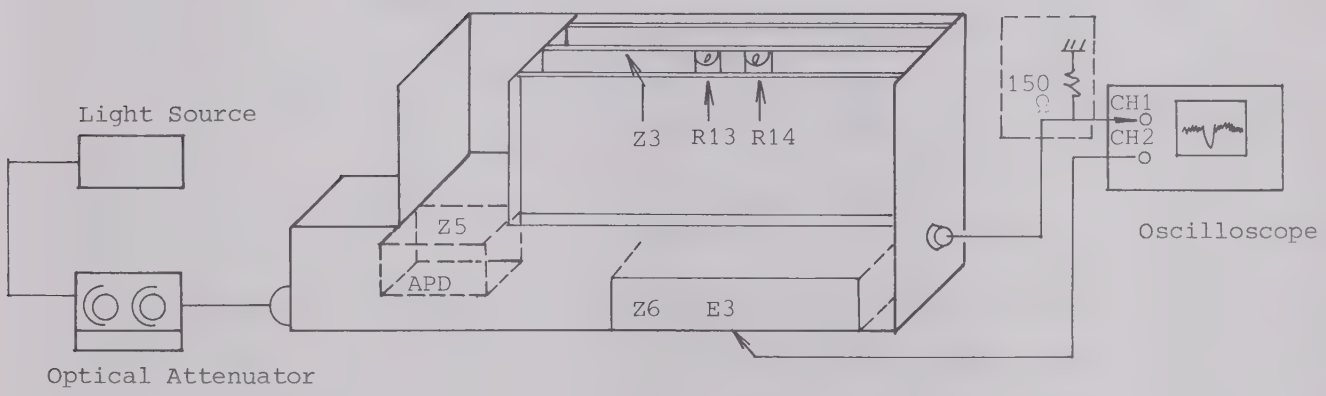

Fig. 4-6 APD BIAS Adjustment
1.	Set up the instrument as shown in Fig. 4-6.